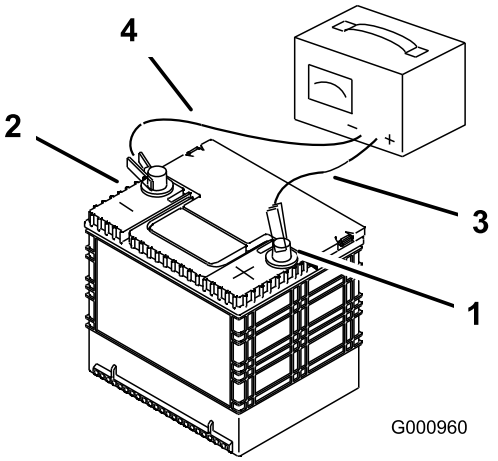

Figur 47
2. Når batteriet er fuldt opladet, skal du tage opladeren ud af stikkontakten og dernæst frakoble opladningskablerne fra batteriets poler (Figur 47).